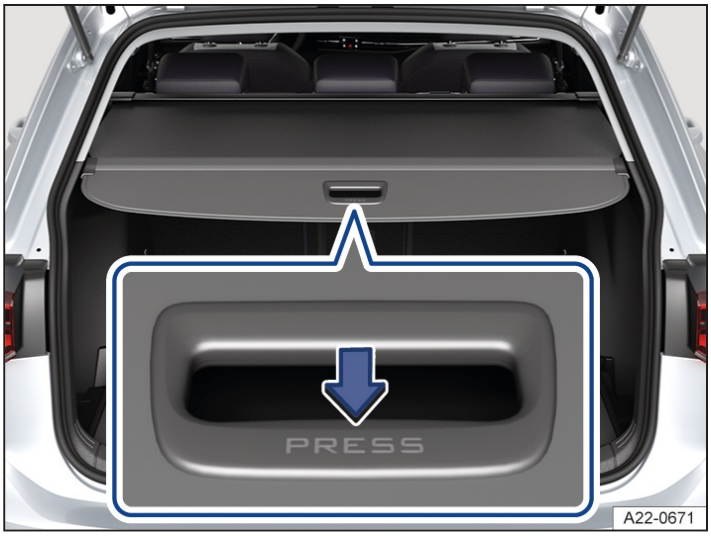

Fig. 1 In the luggage compartment: open the luggage compartment cover (general example).
1. Press the rear section of the luggage compartment cover downwards in the direction of the arrow→ *fig. 1*. The luggage compartment cover opens automatically to the center of the luggage compartment.